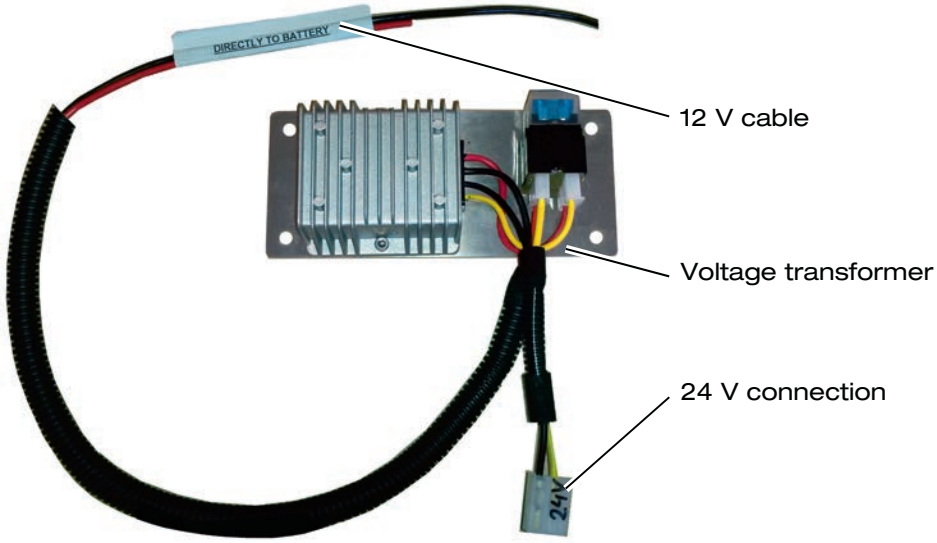

Figure 7: Voltage Transformer, Complete
- ⇨ Fit the voltage transformer (see Figure 7).